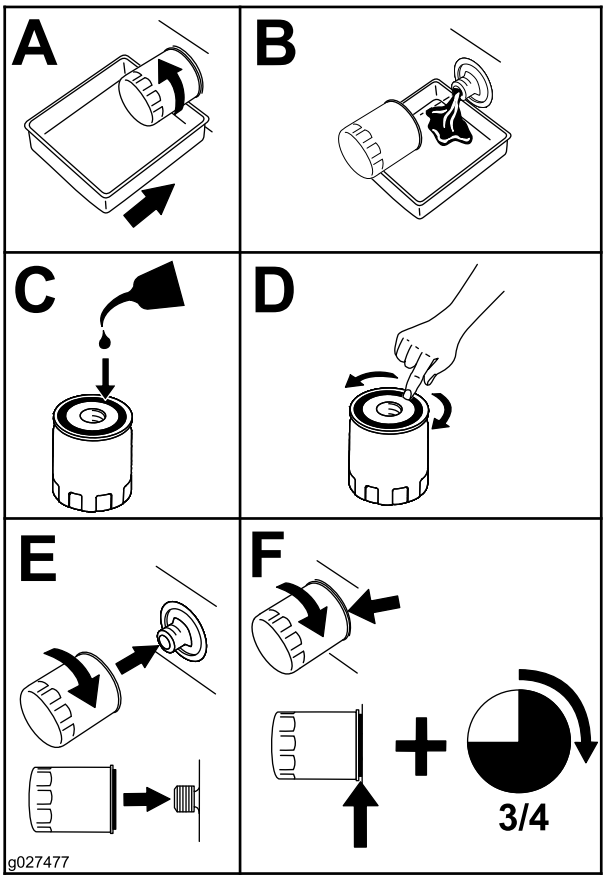

Figura 51
4. Cambiate il filtro dell'olio motore come mostrato nella Figura 51.